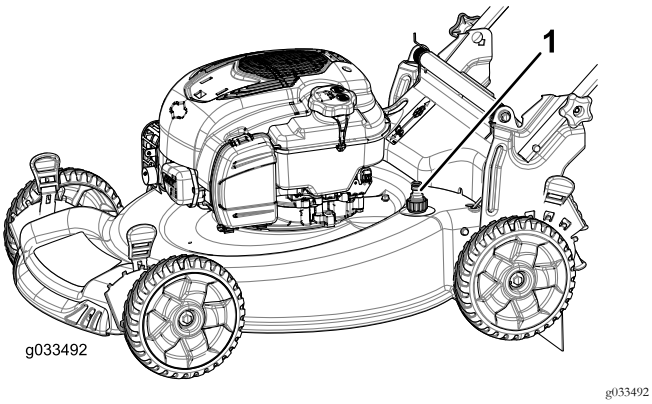

Bild 39
5. Befestigen Sie einen Gartenschlauch, der an einen Wasserhahn angeschlossen ist, am Wasseranschluss (Bild 39).